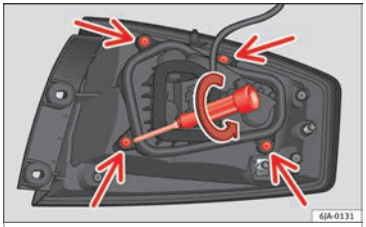

Fig. 155 Retaining screws on reverse side of rear light unit.
– Unscrew the four retaining screws from the bulb holder anti-clockwise using a screwdriver or a Torx 20 key (T20) from the vehicle tool kit ››› Fig. 155. Take care not to lose the bulb holder retaining screws.